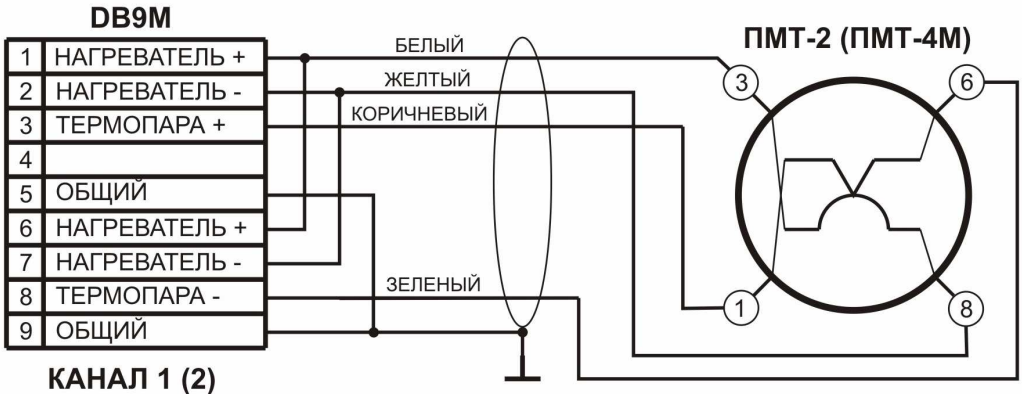

Рис.3.
8.1. Электрическая схема кабеля, предназначенного для подключения манометрических преобразователей приведена на рис.3.